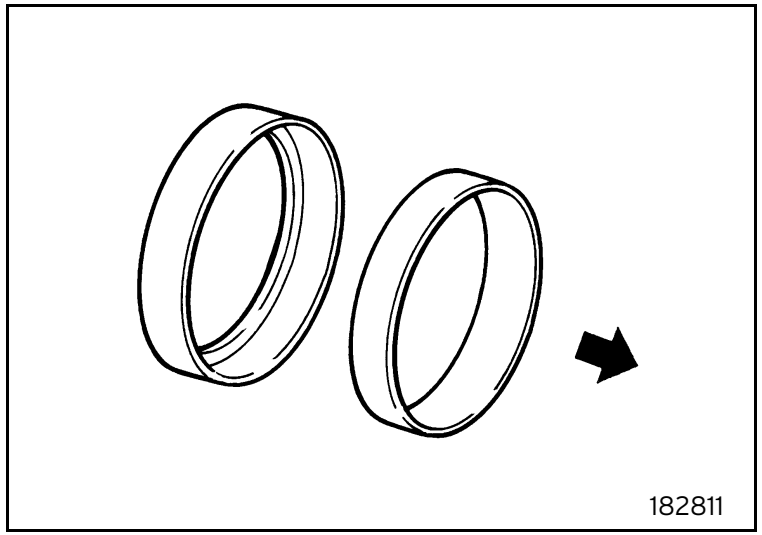

Fig. 11
- Warm up the bearing seat on crown side with a blowpipe to remove the roller bearing outer race (figure 11).